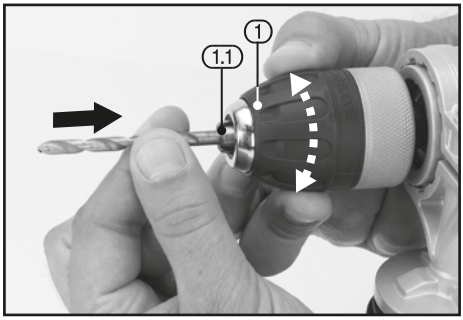

FIG.5
9.1 INSTALLING AND REMOVING DRILL BITS – FIG.5
– Whilst gripping the base of the chuck (1), turn the chuck end anti-clockwise to open up the chuck jaws (1.1).